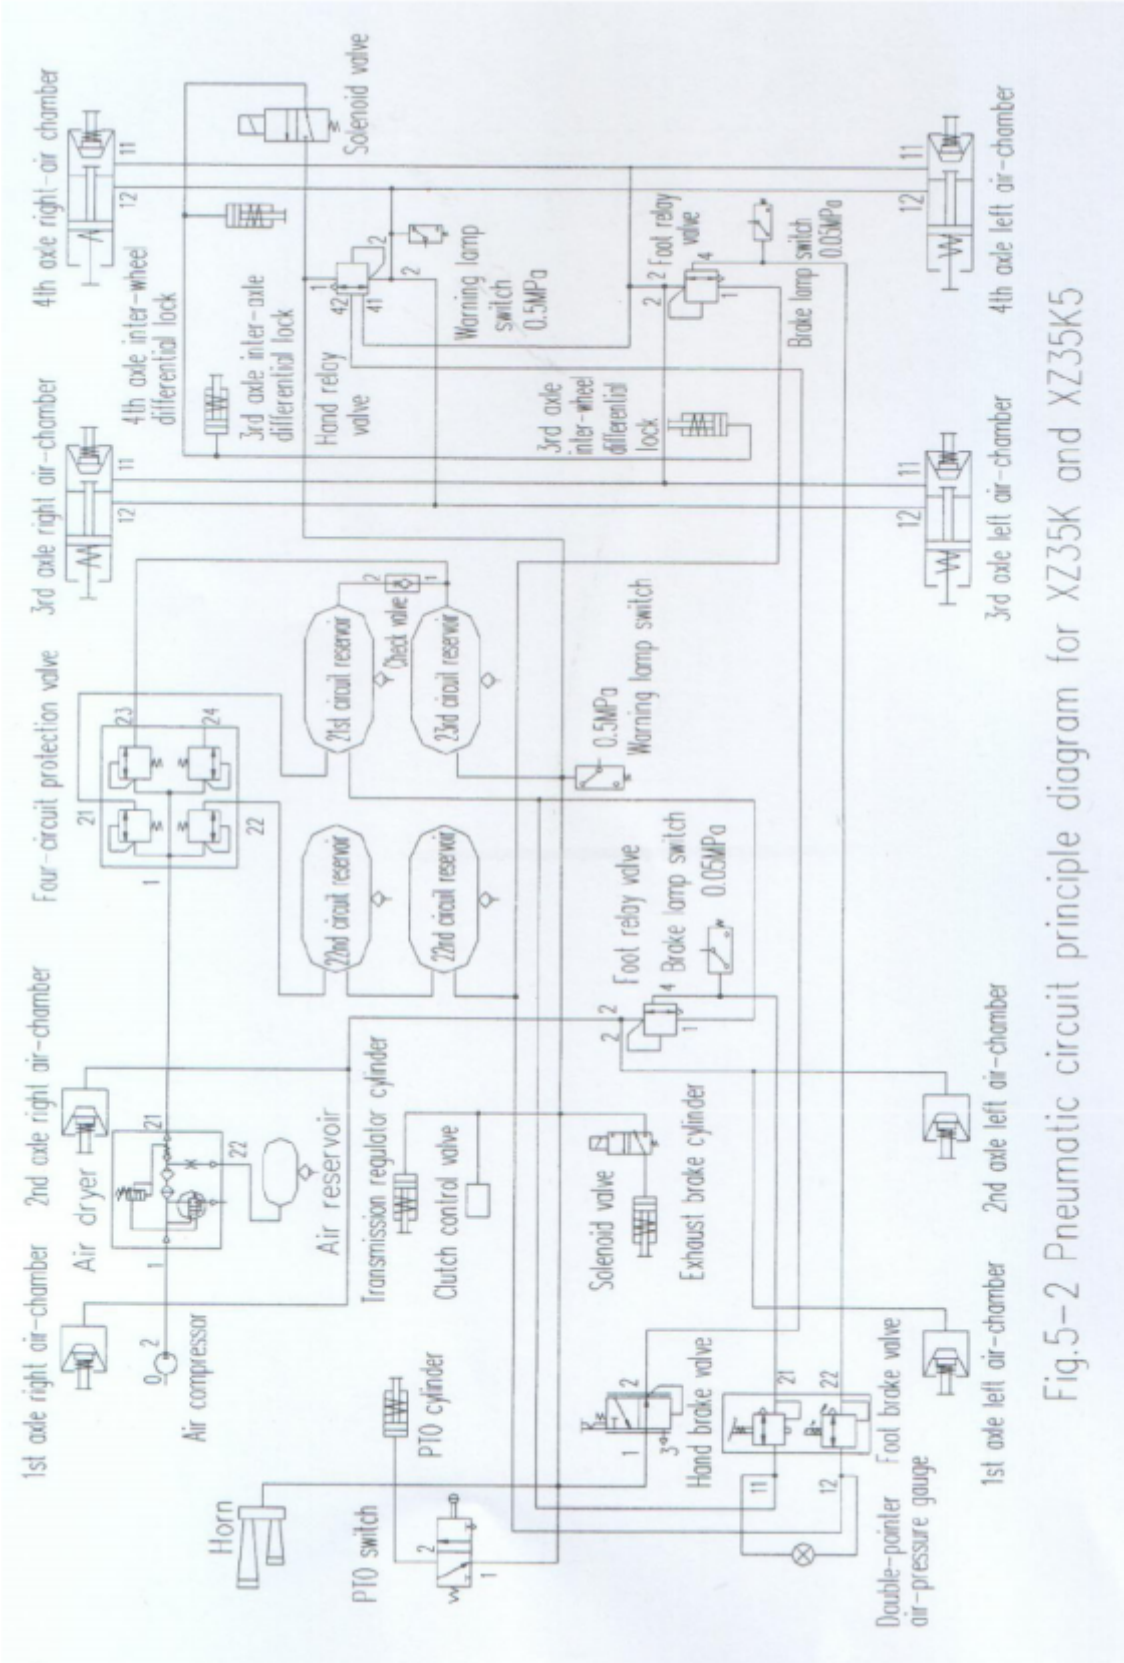

Fig.5-2 Pneumatic circuit principle diagram for XZ35K and XZ35K5
4. Fig. 5-2 é para do XZ35K e XZ35K5. O regulador de transmissão é somente quando a transmissão 5S-111GP for equipada no XZ35K5.